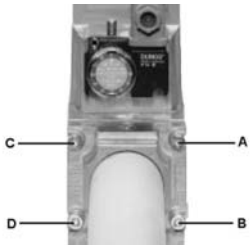

Fig. 10
1. Allentare le viti A e B **non** svitare (Fig. 10 e Fig. 11).
2. Svitare le viti C e D (Fig. 10 e Fig. 11).